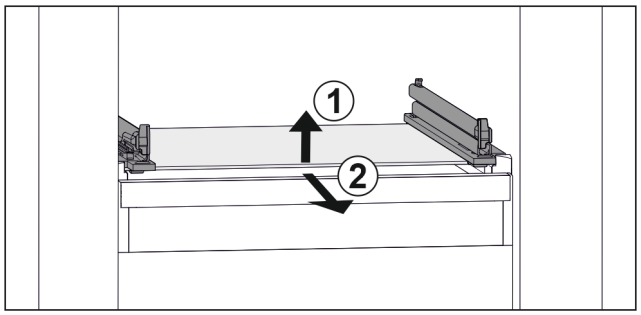

Fig. 109 Beispielhafte Darstellung der Glasplatte
▶ Glasplatte vorne anheben. *Fig. 109 (1)*
▶ Glasplatte nach vorne entnehmen. *Fig. 109 (2)*